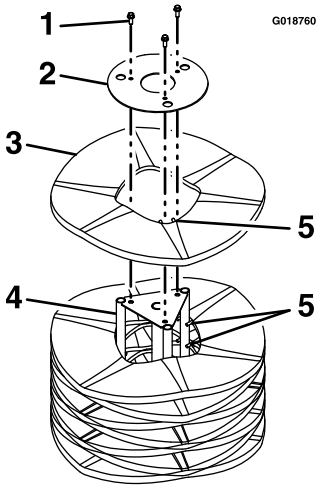

Bild 35
5. Stellen Sie den Hauptteil der Kehrbürste senkrecht, sodass die Front der abnehmbaren Endhalteplatte nach oben zeigt (Bild 35).
6. Entfernen und bewahren Sie die Befestigungen von der Endhalteplatte auf (Bild 35).
8. Bringen Sie die neuen Abschnitte an; staffeln Sie hierfür die Ausfluchtungsfinger des Metallrings, wie in Bild 35 abgebildet.